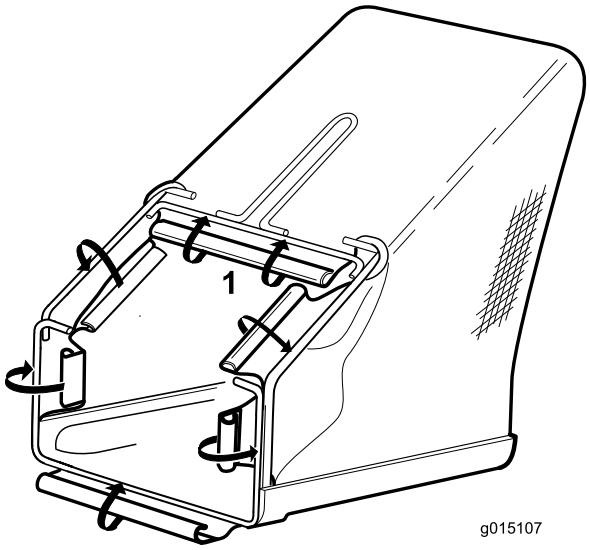

Figure 4
2. Starting at the handle, connect the six plastic clips on the grass bag to the wire frame (Figure 4).